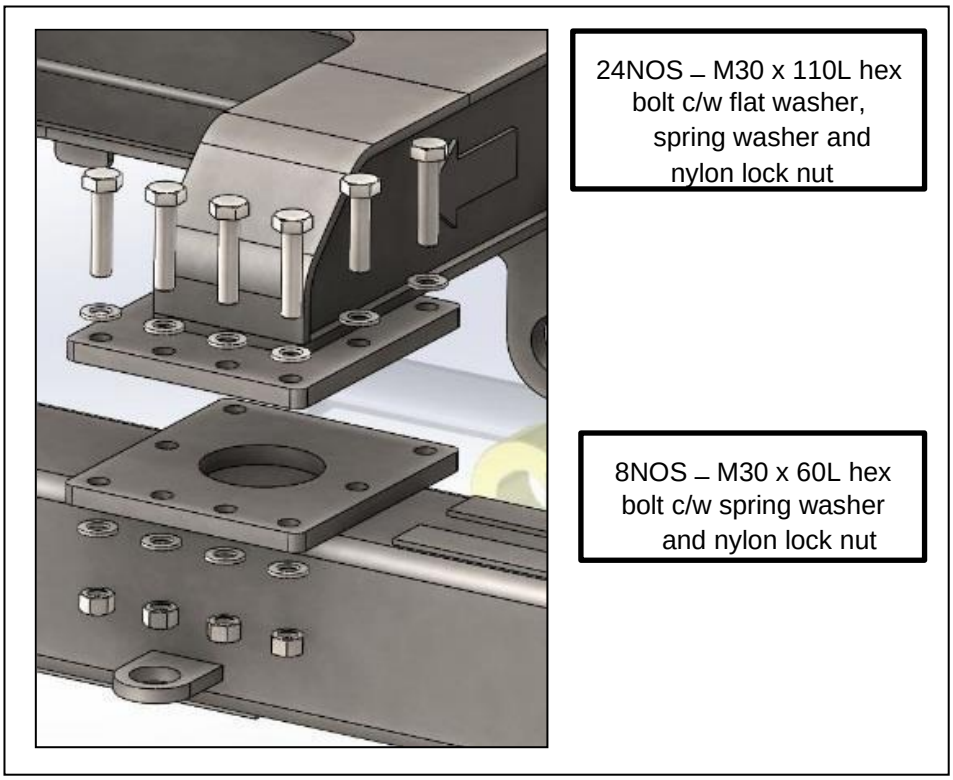

***Figure 6.6***
5. Tighten the slewing frame upper mounting flange onto the bottom mounting flange as shown in Figure 6.6. There are a total of 32 bolts at the four corners that need to be tightened.